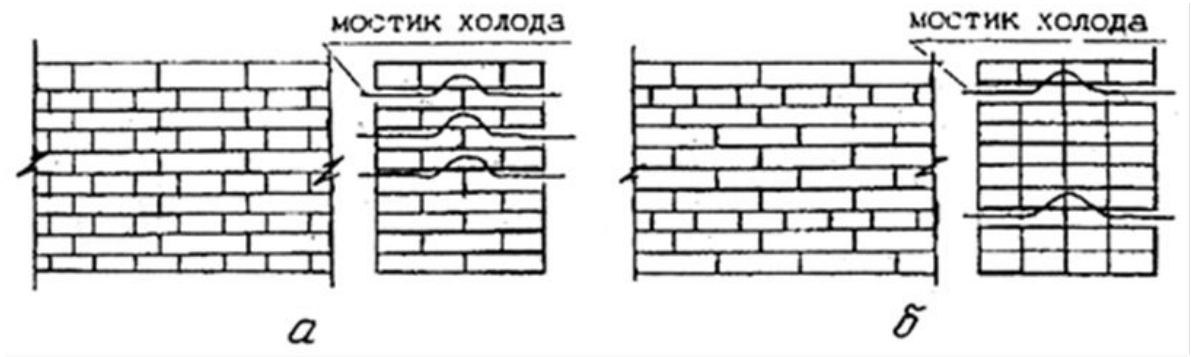

Рис. 2. Системы перевязок кладки:
- – при многорядной перевязке вертикальные швы обладают большим сопротивлением образованию трещин, так как вертикальные швы перекрываются в 1/2 кирпича (рис. 2,а), а при цепной перевязке только в 1/4 кирпича (рис. 2,б);
- многорядная система перевязки создает внутренние вертикальные швы в кладке, что уменьшает ее теплопроводность по сравнению с цепной системой перевязки кладки: на рис. 2 видно, что «мостики холода» в кладке с многорядной системой перевязки идут через 5 рядов кладки, а при цепной перевязке – через один;